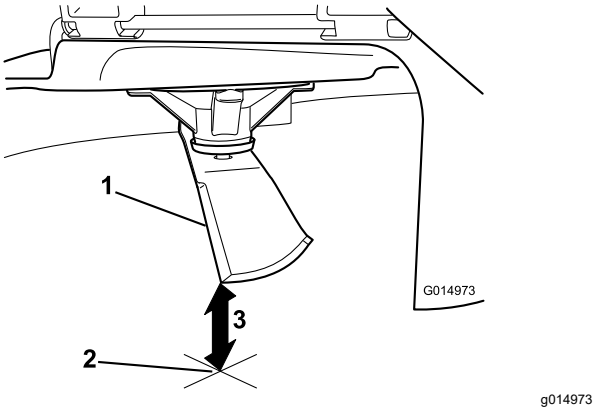

Bild 75
5. Messen Sie von der Messerspitze bis zu ebenen Fläche (Bild 75).